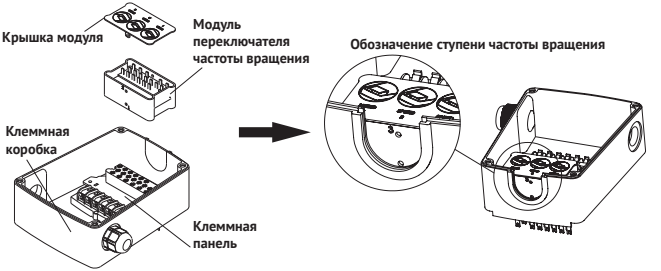

Рисунок 8
2. Извлеките модуль переключателя частоты вращения из гнезда клеммной панели (см. рисунок 8).